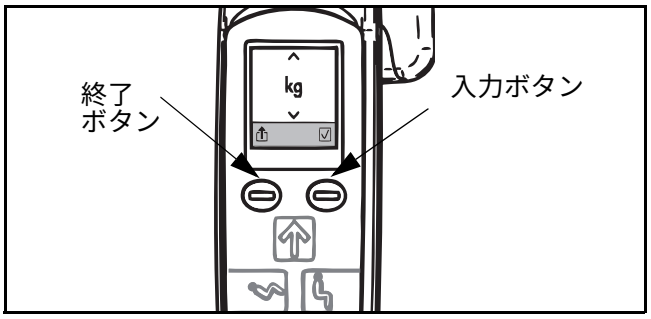

図 72
3) 入力ボタンを押して測定単位オプションにアクセスします。測定単位 「kg」または 「lb」により、中央画面の体重計アイコンが置換されます （図 72 を参照）。